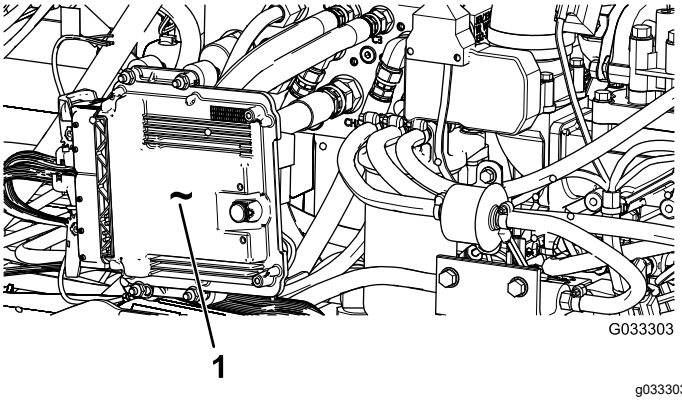

**Figuur 87**
***Belangrijk:*** **Zorg dat de motorbedieningsmodule (ECU) en de elektrische aansluitingen niet direct in contact komen met water, want dit kan schade veroorzaken; raadpleeg Figuur 87 voor de locatie van de ECU en de elektrische aansluitingen.**